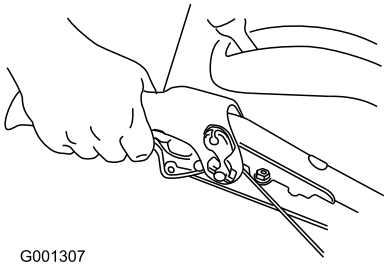

Figuur 13
4. Om naar voren te gaan schakelt u de tractie-aandrijving in en drukt u de linker tractiehendel in de richting van de handgreep (Figuur 13).